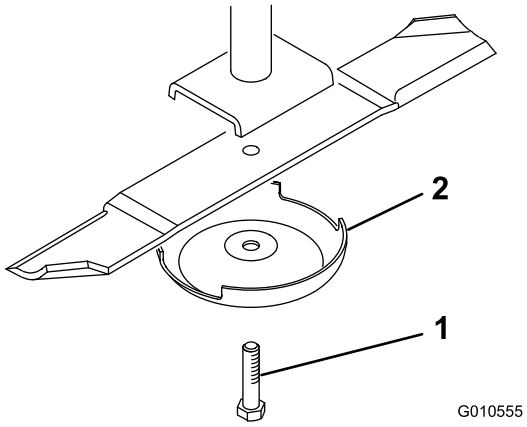

Figur 21
2. Fatta tag i knivens ände med en trasa eller en tjockt vadderad handske. Ta bort knivskruven, antiskalbehållaren och kniven från spindelaxeln (Figur 21).